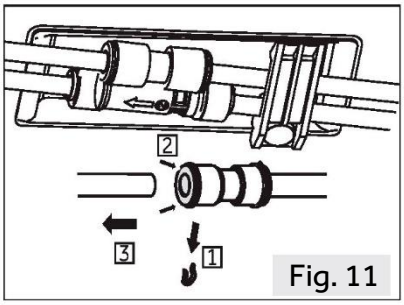

Fig. 11
1. Suelte el lado izquierdo de los dos acopladores de agua situados en la esquina delantera izquierda de la parte inferior del aparato: presione y mantenga presionado el collarín como se muestra y retire el tubo de agua (Fig.11).